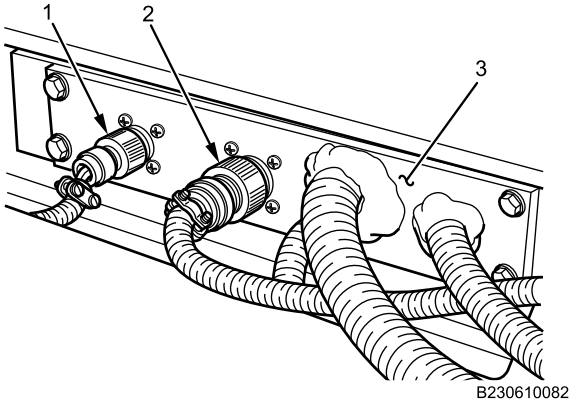

Figure 13. Roof Connections.
12. Connect clearance lights roof harness connector (Figure 13, Item 1) on roof pass-through cover plate (Figure 13, Item 3).
13. Connect spotlight exterior harness connector (Figure 13, Item 2) on roof pass-through cover plate (Figure 13, Item 3).